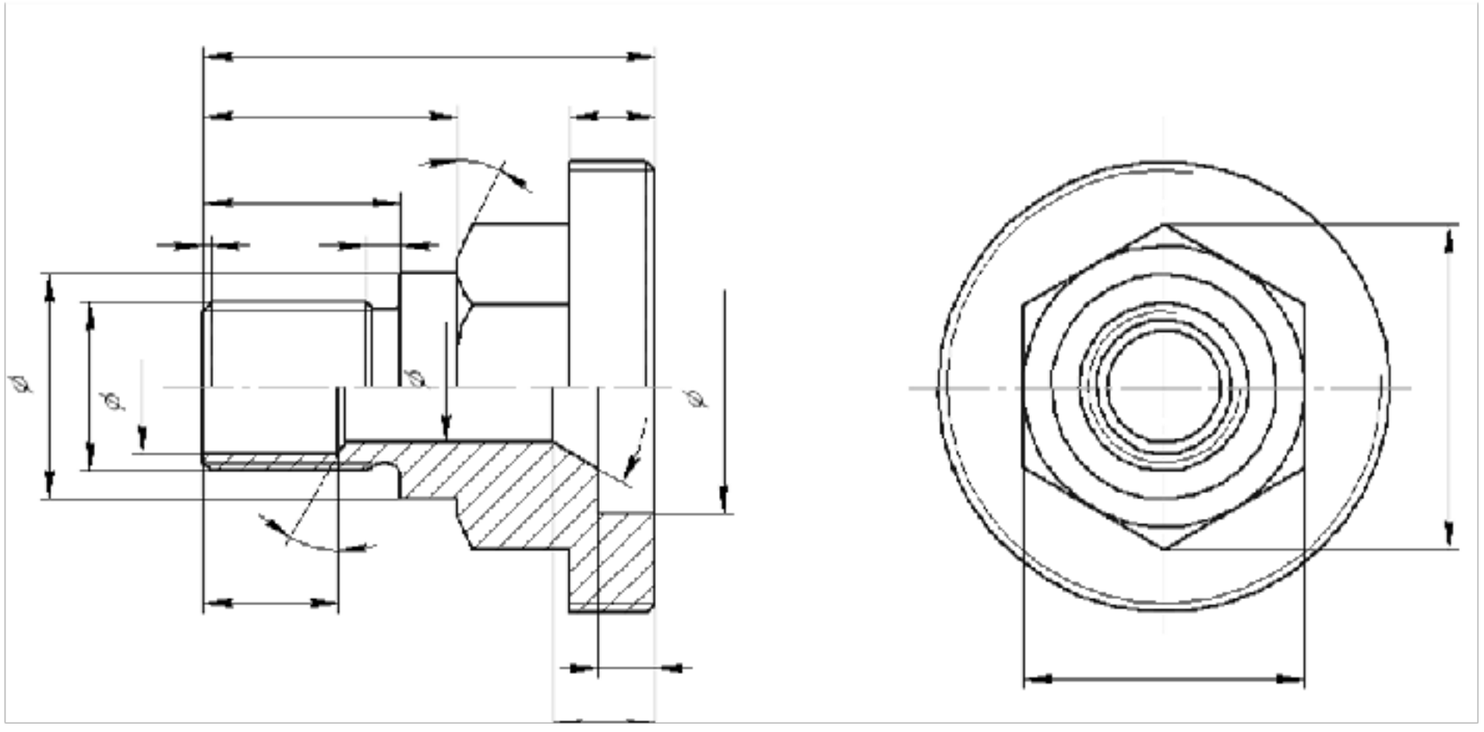

Рисунок 43
- Если совмещается половина внешнего вида с половиной разреза, то размеры, относящиеся к виду, ставятся слева от оси или сверху, т.е. там, где изображен внешний вид детали, а размеры, касающиеся внутреннего строения детали, справа или снизу, т.е. там, где изображен разрез, рисунок 43.